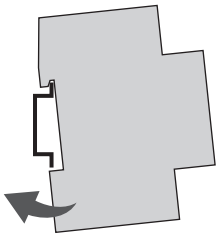

Abb. 4: Montage auf DIN-Schiene
1. Verteilerschaltuhr von oben auf die DIN-Schiene (Abb. 4) setzen und nach hinten drücken, bis diese einrastet.